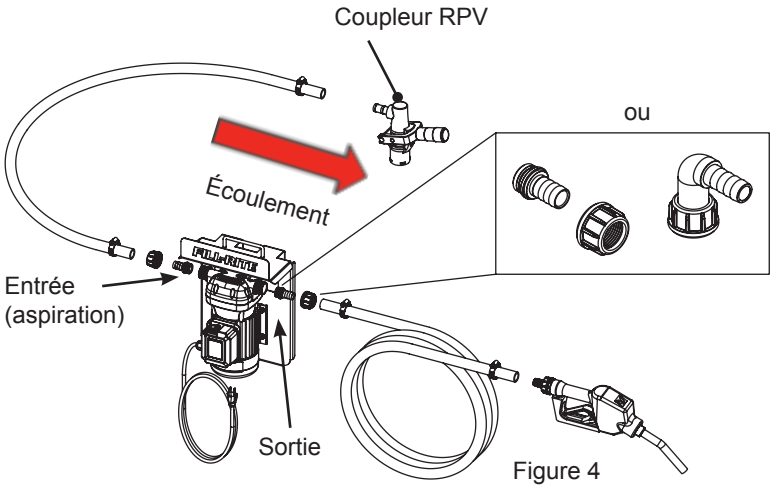

Figure 4
2. Poser le flexible d'aspiration sur le côté aspiration de la pompe à l'aide des raccords cannelés et du collier de serrage fournis (Figure 4). Le côté aspiration est le côté gauche lorsqu'on est face à la pompe montée.
3. Raccorder l'autre bout du flexible d'aspiration à un dispositif d'aspiration en circuit fermé au moyen de raccords adaptés (les modèles DF120CAT520, DF012CAT520, DF120CAN520-RP, and DF012CAN520-RP comprennent un coupleur RPV pour l'attacher) (Figure 4).
4. Poser le flexible de refoulement avec pistolet sur le côté refoulement de la pompe à l'aide des raccords cannelés et du collier de serrage fournis (Figure 4).
3. Poser le flexible d'aspiration sur le côté aspiration de la pompe à l'aide des raccords cannelés et du collier de serrage fournis (voir Figure 4 à la page 5).
4. Raccorder l'autre bout du flexible d'aspiration à un dispositif d'aspiration au moyen de raccords adaptés (voir Figure 4, page 5).